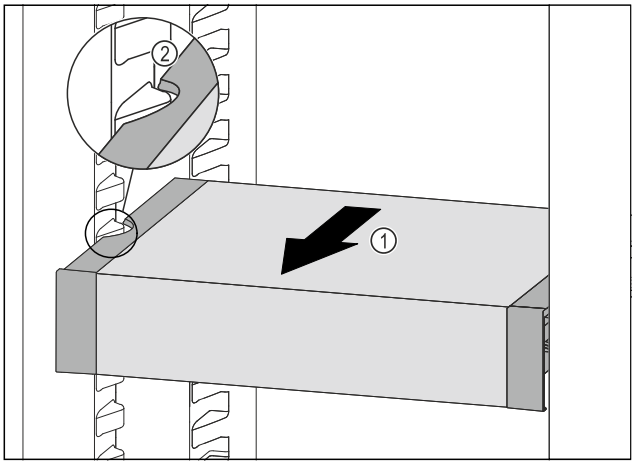

Fig. 93
▶ Trageți în față VarioSafe *Fig. 93 (1)*, până când degajările laterale ale VarioSafe se află la înălțimea nervurii recipientului din frigider. *Fig. 93 (2)*